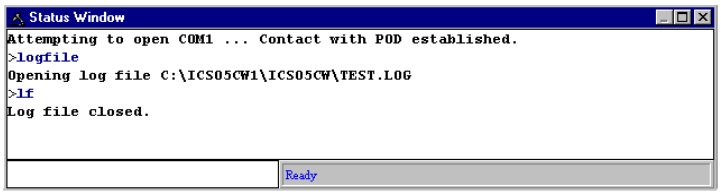

**Figure 6-10. Results of Entering the LF Command in the Status Window**
- Choose the Start Logfile option from the ICS05JPW File menu, or enter the LF command in the Status Window command line (Figure 6-10).